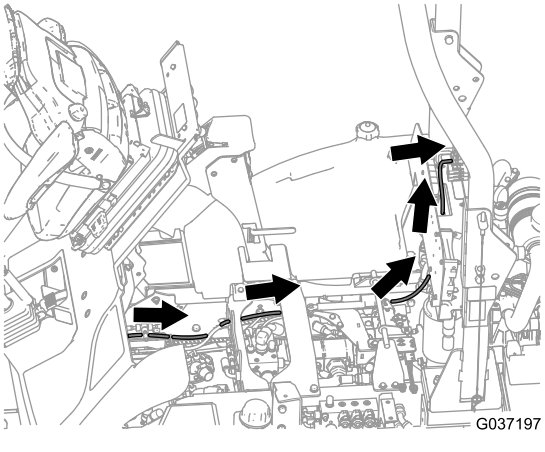

Figure 32
6. Acheminez le fil autour du pivot de la plate-forme et ramenez-le vers le porte-fusibles (Figure 32).